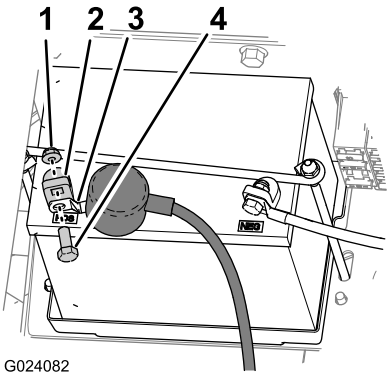

Figur 4
5. Skub isolatordækslet tilbage, og fjern bolten og møtrikken, der fastgør batteriets pluskabel til batteriets pluspol. (Figur 4).